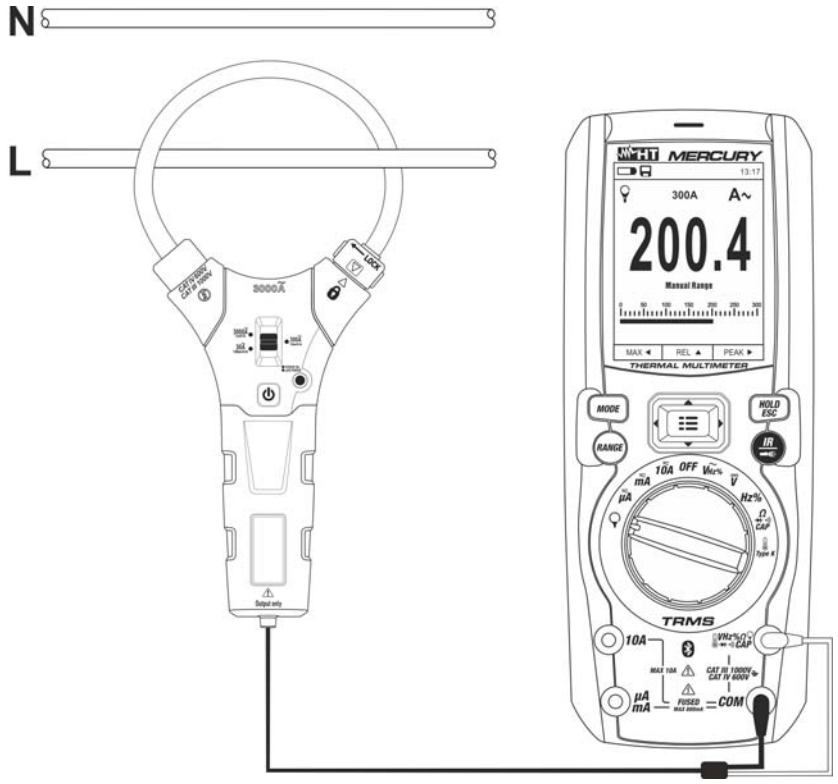

Fig. 30: Uso dello strumento per misura di corrente AC/DC con trasduttori a pinza
6. Inserire il cavo all'interno del toroide (vedere Fig. 30). Il valore della corrente è visualizzato a display